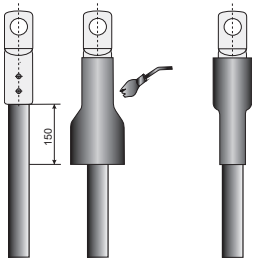

Рисунок 6
4.17 Надеть на оконцованные жилы трубки изоляции наконечников и усадить их (рисунок 6).